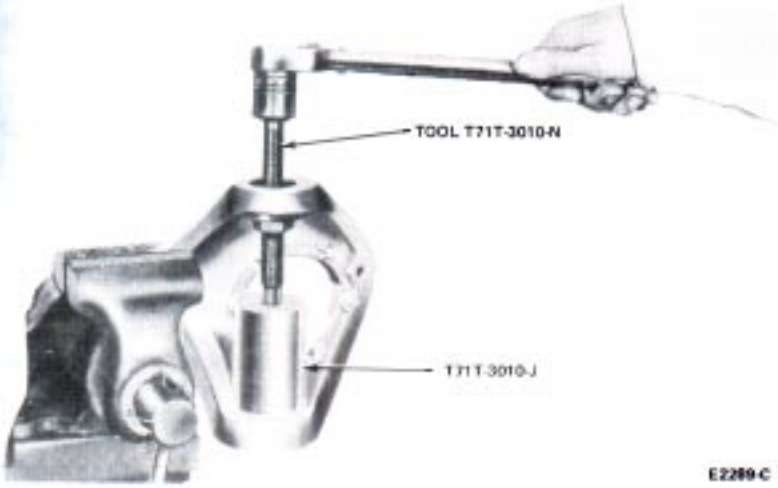

FIG. 7 Bottom Socket Installation
1. Place the knuckle in a vise and assemble the bottom socket. Place a new socket into the knuckle making sure it is not cocked; place the driver over the socket; place the forcing screw into the driver as shown. Apply torque to the screw and force the socket in the knuckle (Fig. 7).